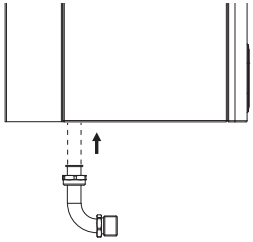

Figura 2
1. Conectar el caño accesorio que vincula el desfangador a la caldera sobre el caño de retorno (Figura 2).